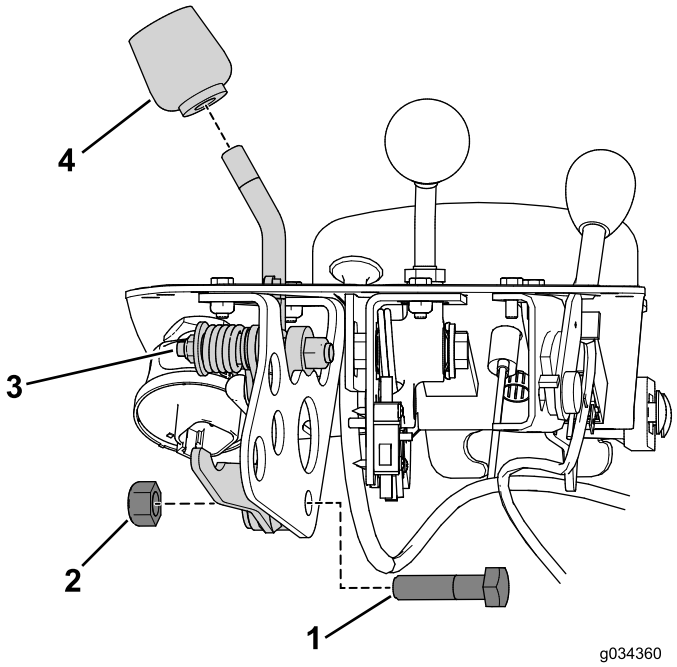

Figur 8
6. Ta bort knoppen från funktionsspaken (Figur 8).
7. Ta bort skruven och muttern som fäster funktionsspaksenheten vid funktionsspakens fäste (Figur 8).